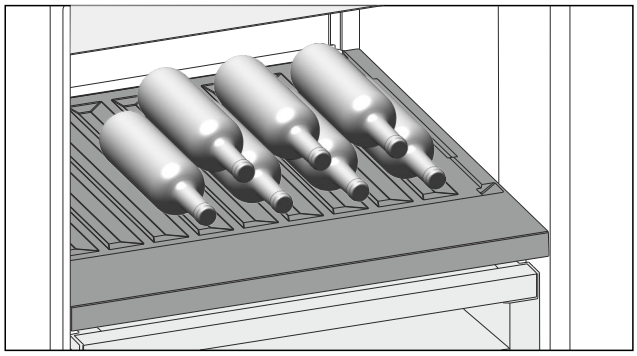

Fig. 111
▶ Introduceți sticlele cu fundul în spate, către peretele posterior. (vezi Fig. 111)